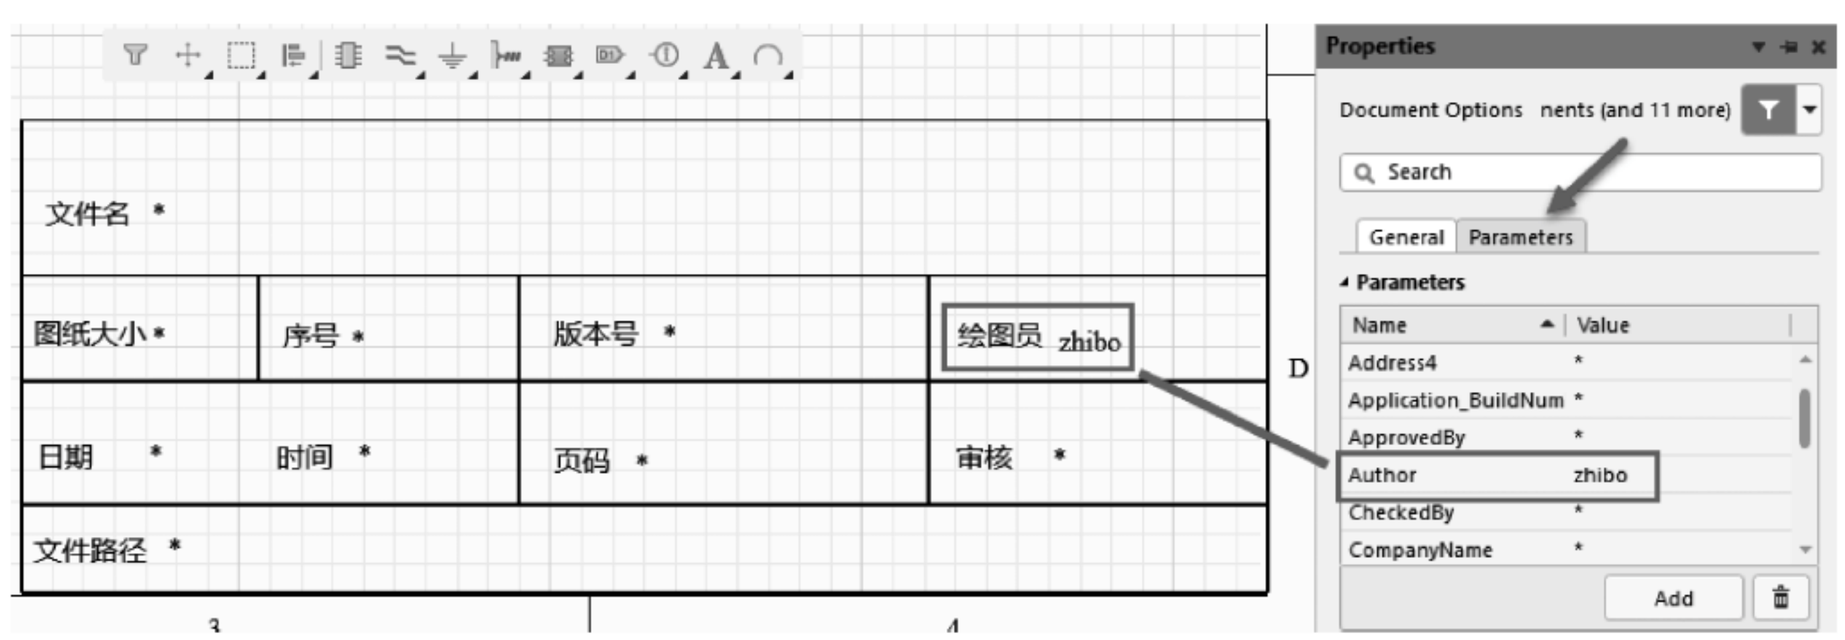

图 1-77　修改对话框中相应值
(3) 将模板应用到原理图中后，要想特殊字符修改成需要的值时，在 Properties 面板中选择 Parameters 标签，找到对应的特殊字符，将其 Value 值改成想要的参数值即可，如图 1-77 所示。
(4) 除了调用用户创建的模板外，还可以调用 Altium Designer 软件自带的模板。调用模板以及修改对应数值的方法与前面一致。